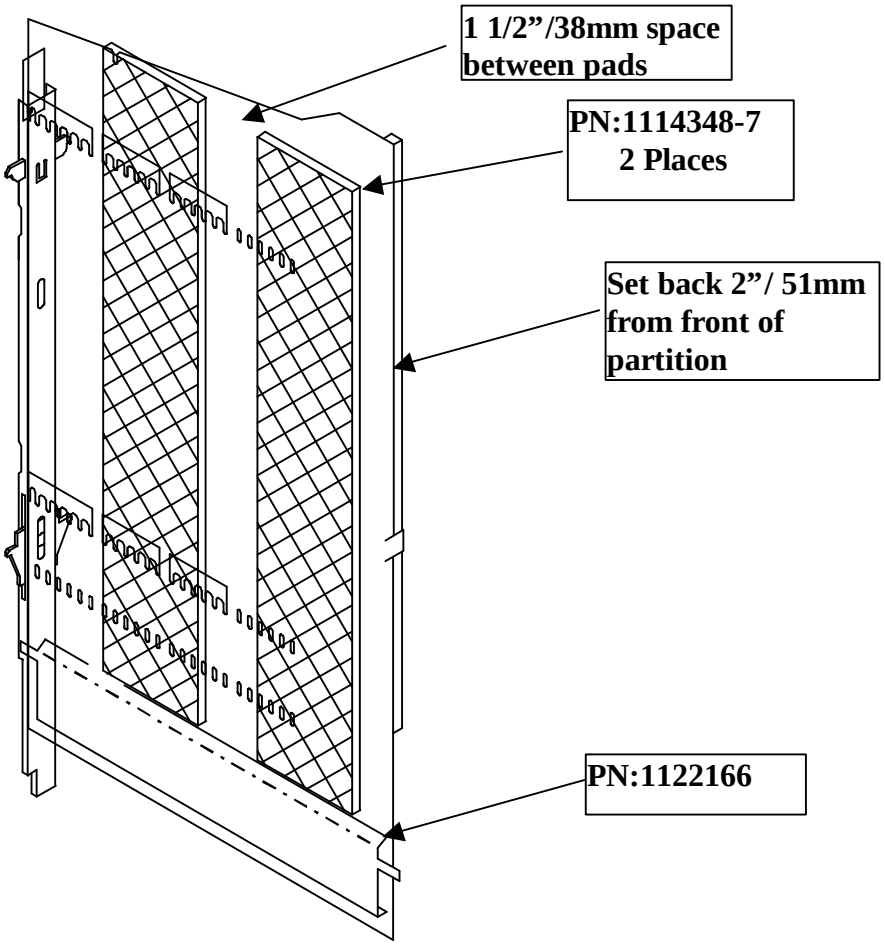

Figure 1
***Install magnetic column spacers into right side of partition above product side spacer (See Figure 1 for installation detail)**
Installation (see Figure 1)
Step #3 Install pkg. of two 38” long magnetic foam pads (P/N1114348-7) on the right side partition. Locate pads as shown in Figure 1 above the .74 product side spacer (P/N1122166)